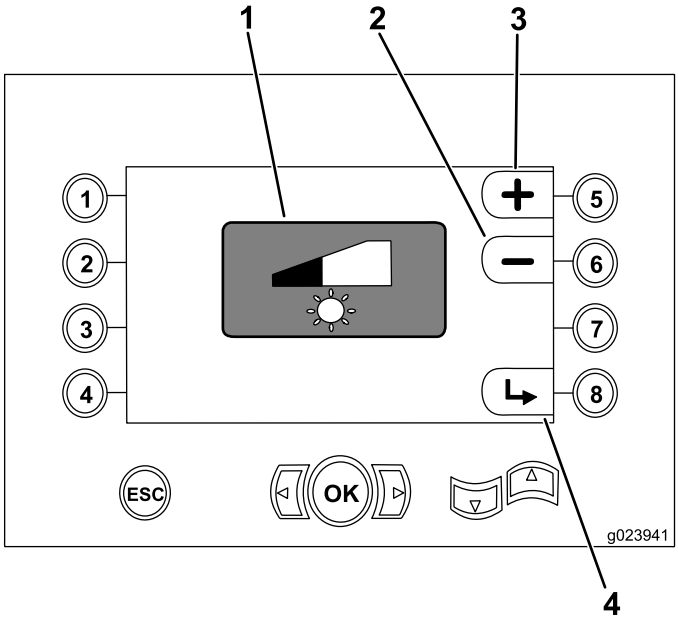

Figura 38
- Botón 5 – aumentar el brillo de la pantalla (Figura 38)
- Botón 6 – reducir el brillo de la pantalla (Figura 38)